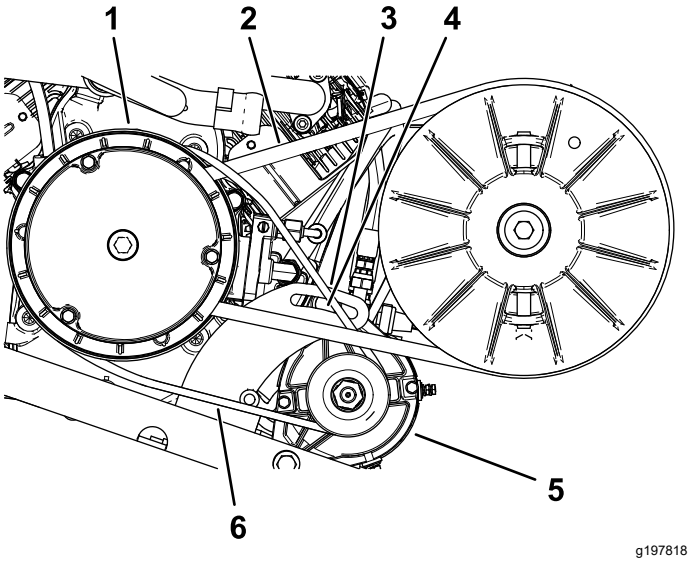

Figur 71
2. Løsn startgeneratorens drejemøtrik (Figur 71).
4. Tryk løftestangen nedad for at dreje starteren ned i åbningen, indtil remmen kun giver en afbøjning på 6,4 mm ved en kraft på 44 N·m (Figur 71).
5. Tilspænd drejemøtrikken med håndkraft, og afmonter løftestangen (Figur 71).